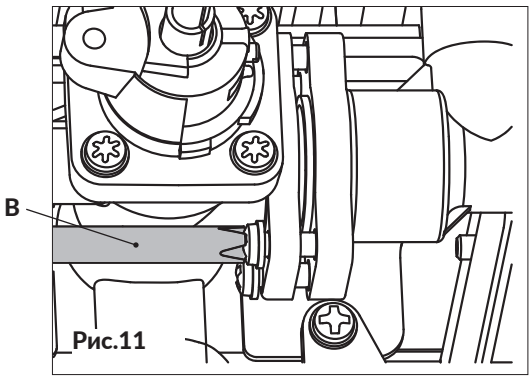

Рис.11
- открутить 4 винта (B) на газовом клапане (рис. 11);